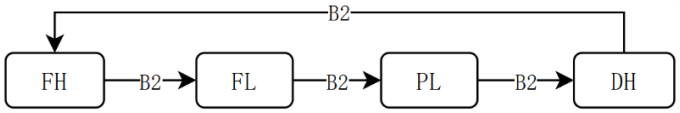

图 8 运行参数切换模式
③ 在运行参数界面下，按下 B2 按键，切换当前选择的运行参数，切换模式如图 8 所示。